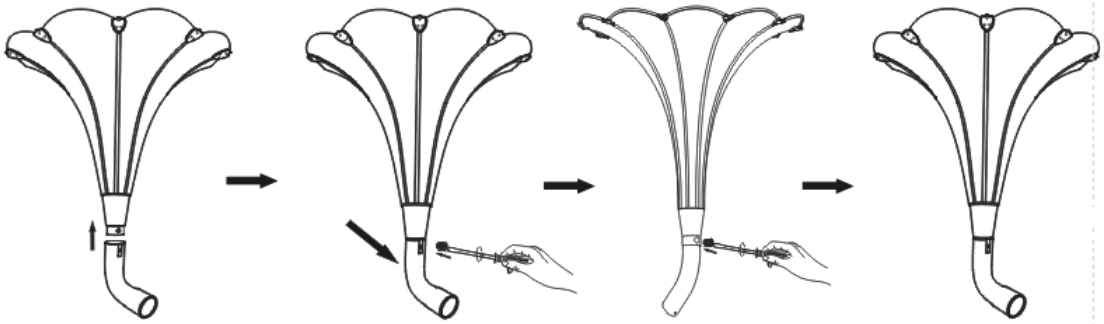

Fig1 Fig2 Fig3 Fig4
1.) Look at picture Fig1. According to the correct position, put the big horn speaker(A) into the middle tube(C). Please note to line up the hole on the speaker with the slot on the tube. Be careful that your hand is not inured by the big horn speaker.